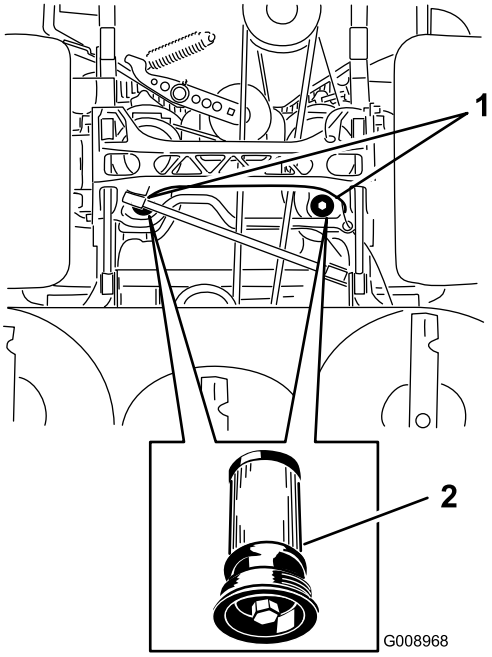

Figur 81
5. Plasser et tappefat under filteret, fjern det gamle filteret og tørk av overflaten (Figur 81).
6. Påfør et tynt lag med hydraulikkolje på gummipakningen på det nye filteret (Figur 81).